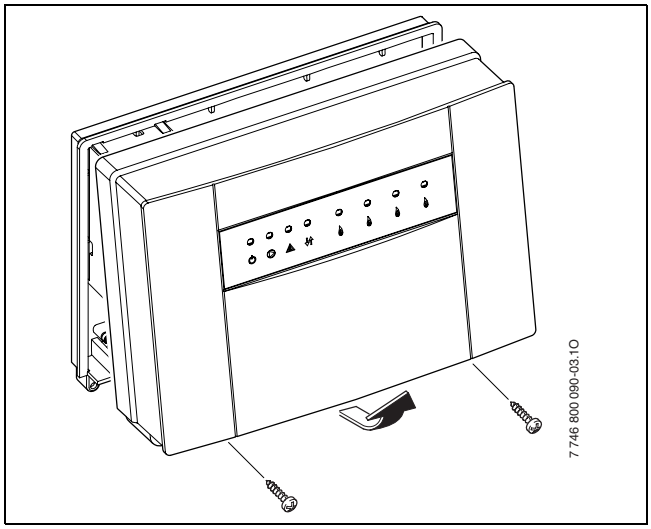

Fig. 7
- ▸ Abrir a caixa do módulo ICM (ICM master) (→ fig. 7).